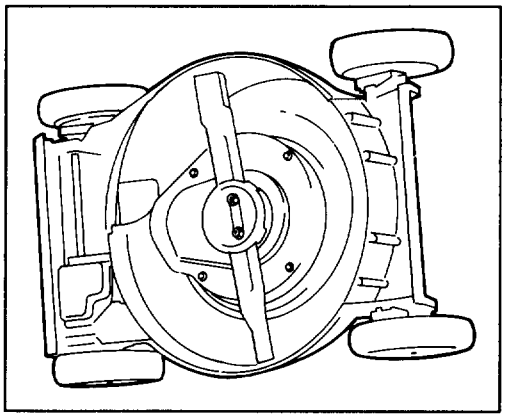

Figure 32
3. Tip mower on its left side (Fig. 32).